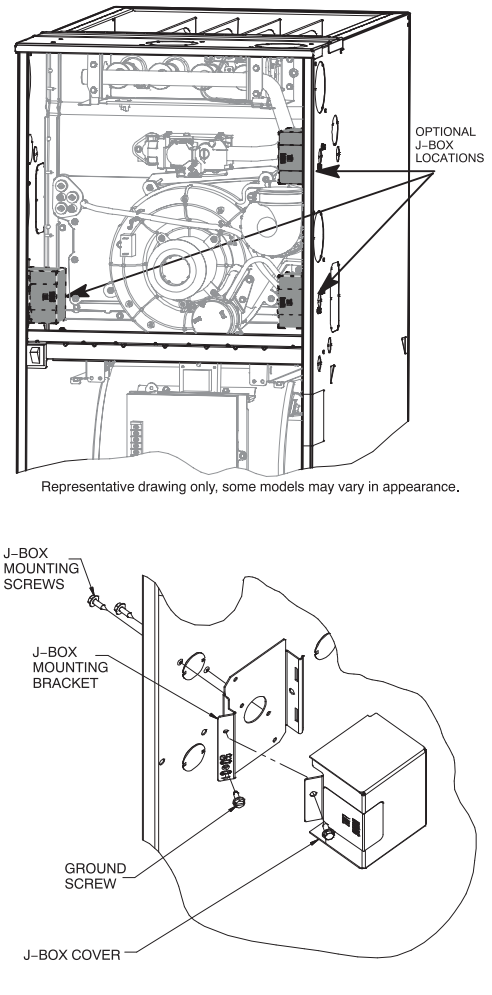

Fig. 36 – Installing J–Box (When Used)
The J–Box cover, mounting bracket and screws are shipped in the loose parts bag included with the furnace. See Fig. 36 for J–Box mounting locations.
1. Install J−Box mounting bracket to inside of furnace casing. See Fig. 36.
5. Connect field ground wire and factory ground wire to green ground screw on J−Box mounting bracket as shown in Fig. 36.
7. Attach furnace J−Box cover to mounting bracket with screws supplied in loose parts bag. Do not pinch wires between cover and bracket. See Fig. 36.
4. Connect field ground wire and factory ground wire to green ground screw on J−Box mounting bracket as shown in Fig. 36.